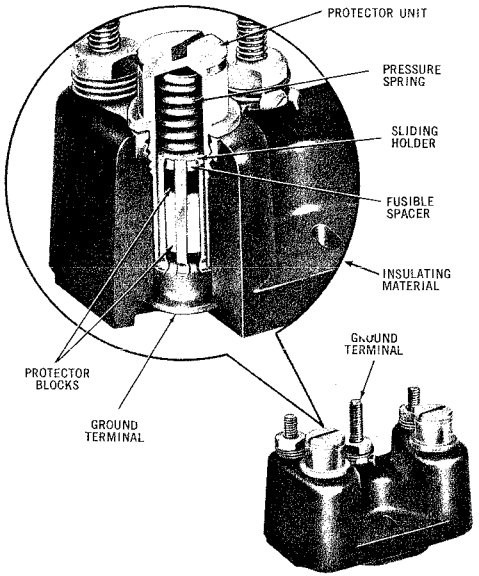

Fig. 1 — 123-Type Protector
2.01 The *123A1A-Type Fuseless Protector* (Fig. 1) employs a sliding holder arrangement (2B1A protector unit), which encloses one No. 32A and one No. 33B protector block and a low-melting alloy spacer. This assembly and a pressure spring are located inside the brass cap and, when operated, provide a high-current capacity, low-resistance contact between cap and ground terminal. The flexible fingers of the holder make contact with the ground terminal in the base which prevents the heavy fault currents from flowing through and damaging the contact pressure spring. This protector is recommended as first choice, where applicable, because of its high fault current capacity. It should be used on open or multiple line wire only when the proper grounding electrode is available. The later model of the 123-A1A protector has slotted mounting holes oriented 90 degrees to each other to facilitate the mounting and aligning of protector when the anchor holes are not perfectly centered.